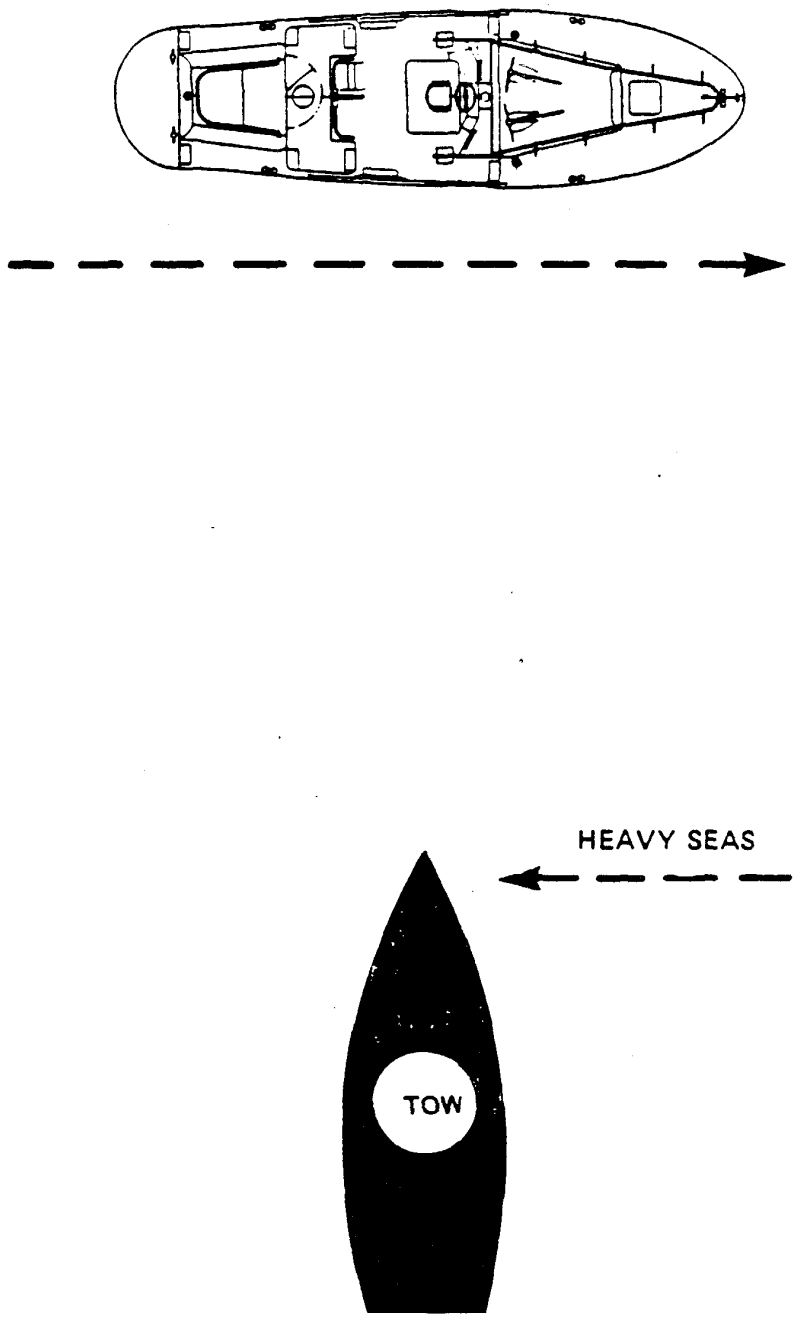

Figure 12-17 Crossing the "T" Approach
(2) The Crossing the "T" Approach. The crossing the "T" approach is used when there is a heavy sea or when the disabled boat's rate of drift is rapid. The towing boat crosses the bow of the disabled boat on a heading perpendicular to it. This heading should be into the sea or wind if possible. The towline is passed just before the towing boat passes the bow of the disabled boats bow. (See Figure 12-17).